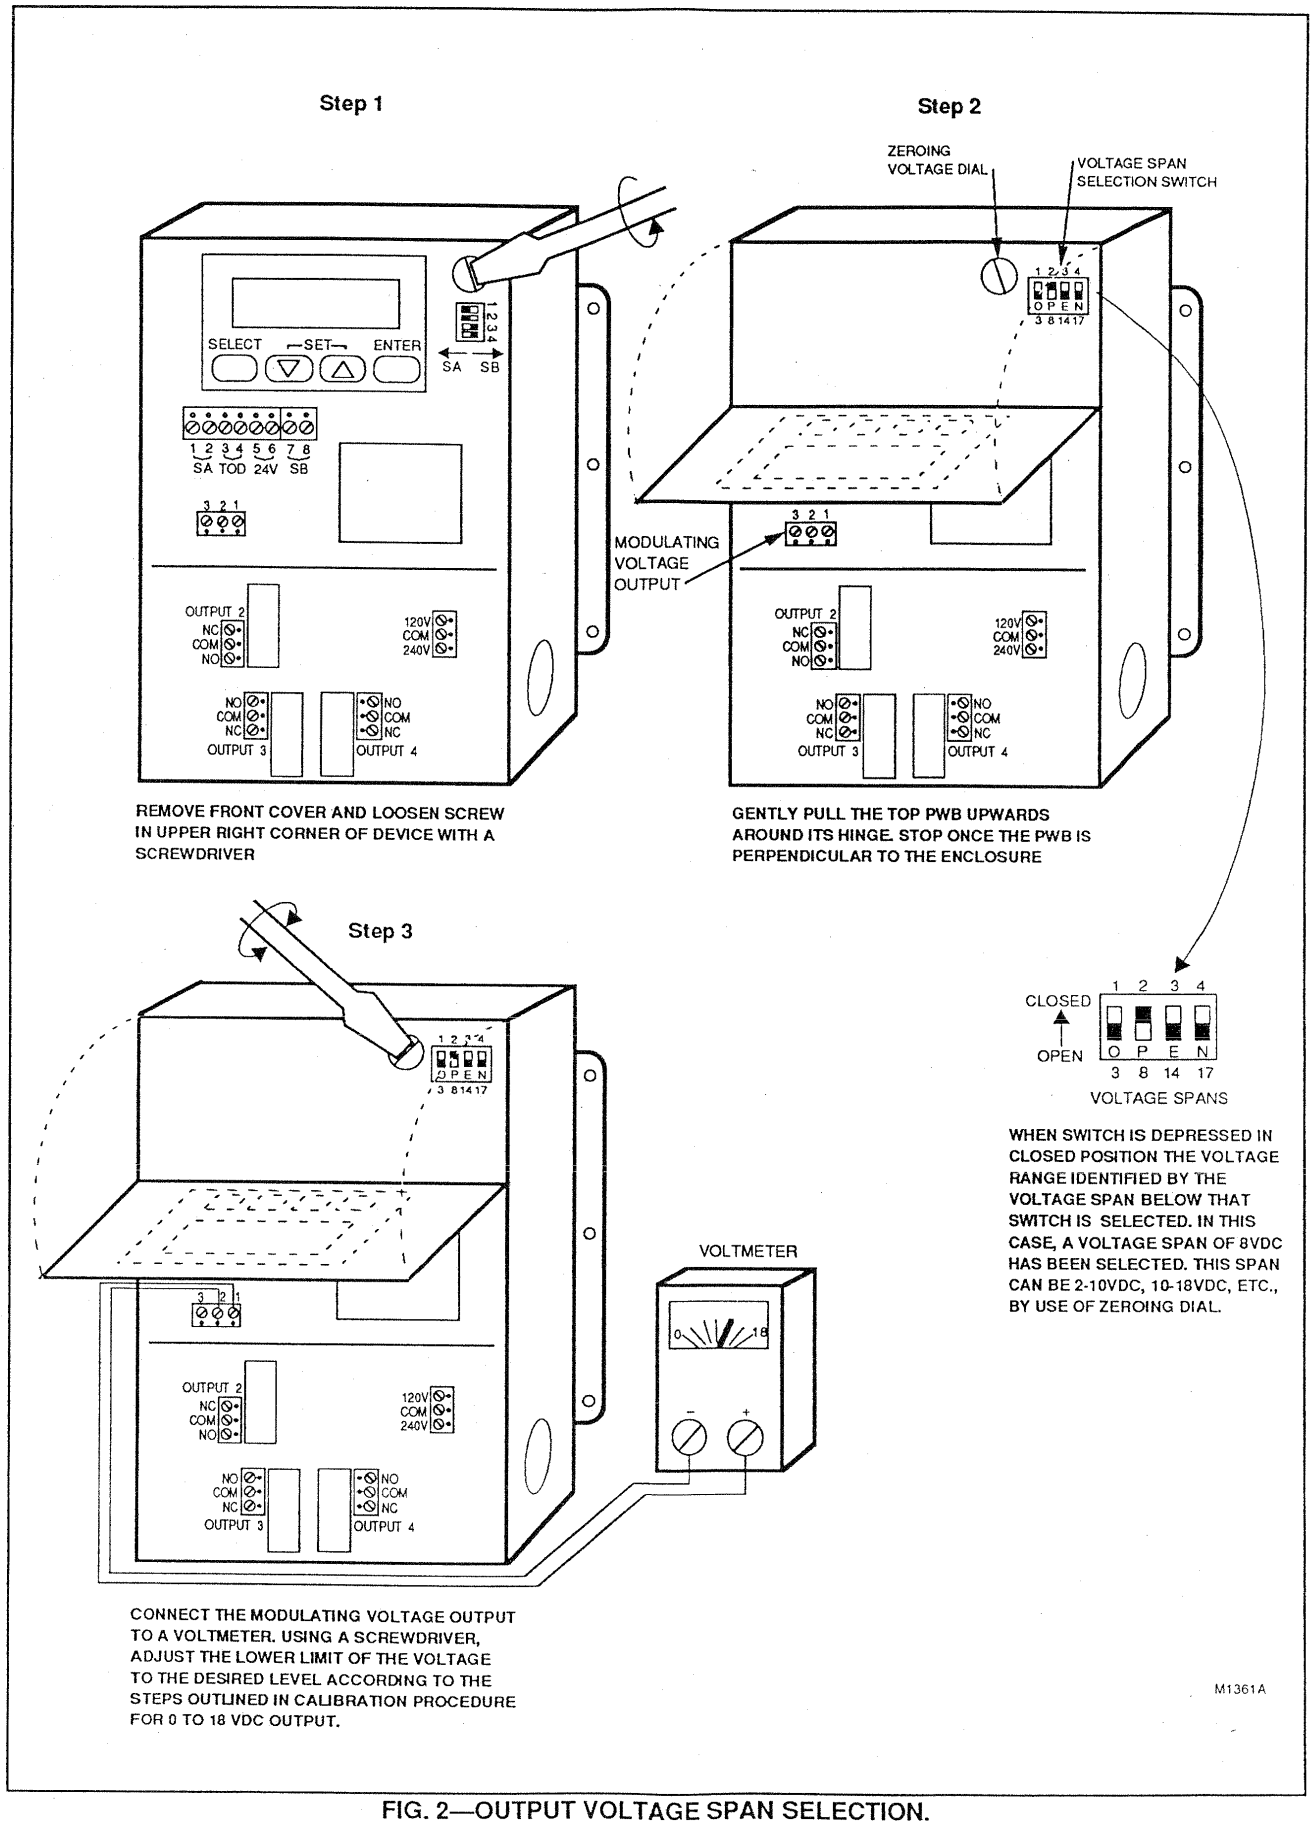

FIG. 2—OUTPUT VOLTAGE SPAN SELECTION.
DIP switches are present for voltage range selection on 0-18 Vdc modulating devices. On the printed wiring board below each switch is the span corresponding to each switch. Fig. 2 shows the location of this switch, zeroing dial, and how to set the voltage span.
2. Remove the device cover and disconnect the load from the plus and minus outputs. Connect a DC voltmeter to the plus and minus modulating outputs of the T775 (See Fig. 2).
3. Loosen the screw in the upper right corner of the T775 approximately 6 turns with a screw driver (See Fig. 2).
4. Rotate the display printed wiring board outward form the device until it is approximately perpendicular to the enclosure (See Fig. 2).
the switch for 8 VDC and closing the switch for the chosen span (See Fig. 2).